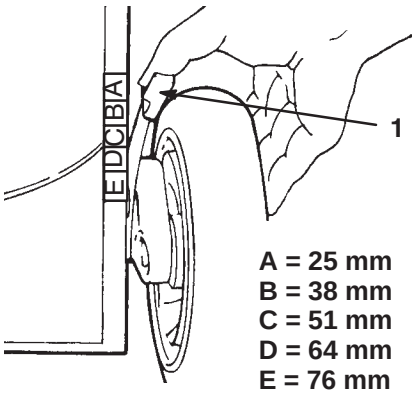

Bild 13
4. Drücken Sie die Höheneinstellung in Richtung des Rads und bewegen Sie sie auf den gewünschten Buchstaben auf dem Rasermähergehäuse (Bild 13).